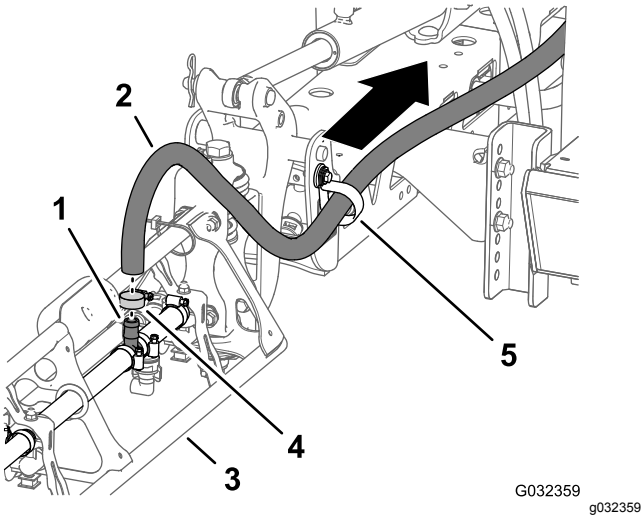

Figuur 47
1. Verwijder bij de buitenste spuitboom de slangklem waarmee de toevoerslang voor de spuitboom bevestigd is aan de geribde T-fitting (Figuur 47).
2. Verwijder de slang van de T-fitting (Figuur 47).
3. Verwijder het vrije uiteinde van de slang van de R-klem (Figuur 47).